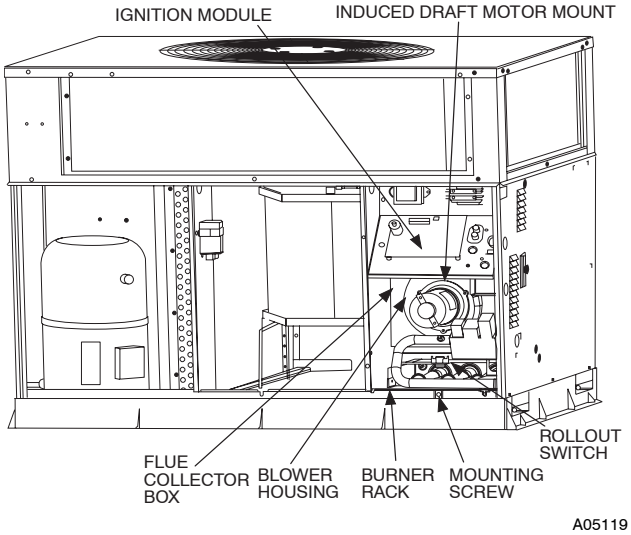

Fig. 18 - Blower Housing and Flue Collector Box
Unit is equipped with a direct spark ignition 100 percent lockout system. Ignition module is located in the control box (See Fig. 18).Module contains a self-diagnostic LED. During servicing, refer to label diagram for LED interpretation.
7. Remove the mounting screw that attaches the burner rack to the unit base (See Fig. 18).
8. Slide the burner rack out of the unit (See Fig. 18 and 21).